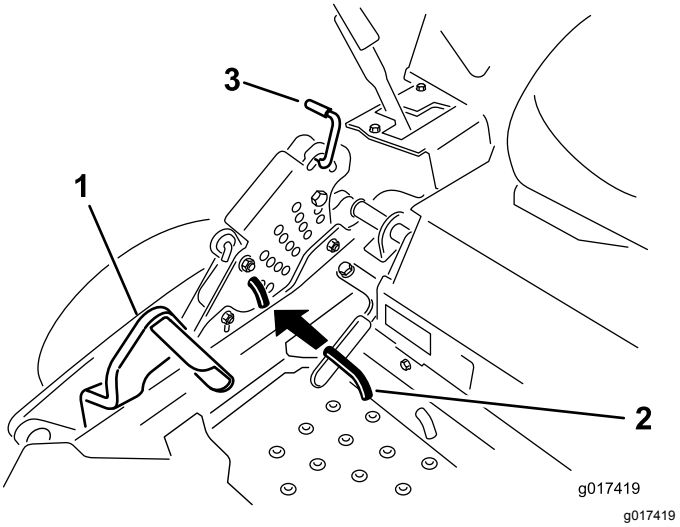

Figur 76
5. Tråkk løftepedalen for klippeenheten helt ned slik at klippeenheten låses i transportstillingen (14 cm) (Figur 76).